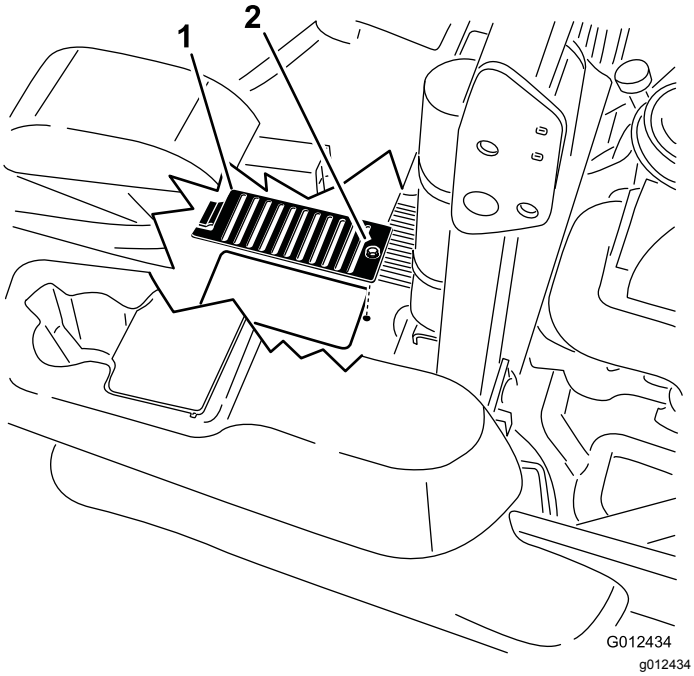

Figur 69
6. Fjern dækslet og bolten på dækslet over hver målepind. Rengør omkring hver målepind og hydraulikenhed (Figur 69).